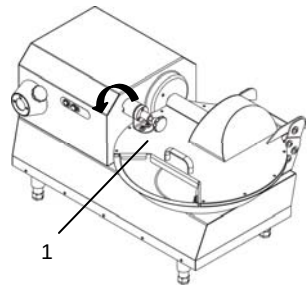

Fig. 6.3.1
3. close the lid and lock it with knob “1” Fig. 6.3.1
5. add the remaining product gradually via tank inlet “2” Fig. 6.3.1.
- Rotate the lid release knob "1" counter-clockwise (Fig. 6.3.1).
- Rotate the lid release knob “1” counter-clockwise (Fig. 6.3.1).